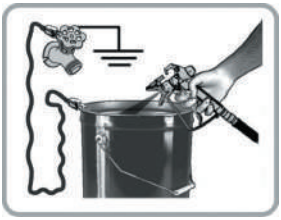

Рис. 19
5. Прижмите распылитель к заземленной металлической емкости с жидкостью для промывки (рис. 19). Снимите курок распылителя с предохранителя и нажмите для сброса остаточного давления, после чего вновь поставьте пистолет на предохранитель.